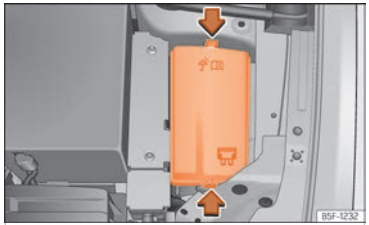

Fig. 217 Al compartiment del motor: tapa de la caixa de fusibles.
- Premeu les pestanyes de bloqueig per desbloquejar la tapa de la caixa de fusibles ››› fig. 217.